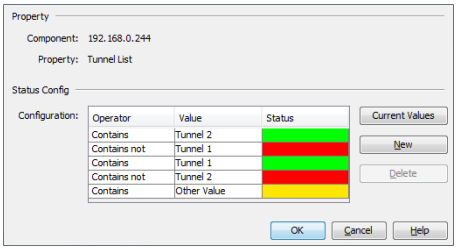

Figure 30: Status Configuration for TXCare Tunnels
- ☐ Enter the values as displayed in (see figure 30).